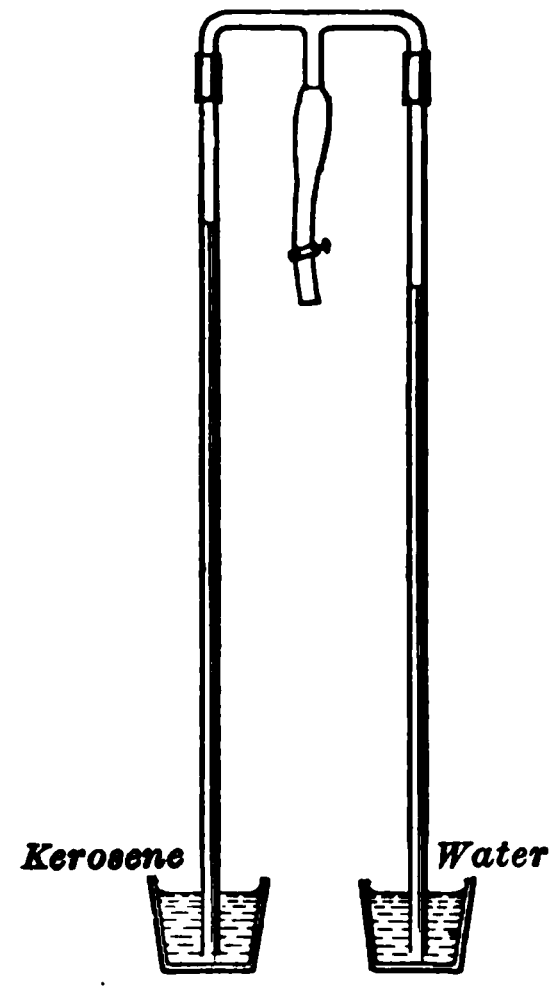

Fig. 115. Specific gravity by balanced columns.
13. Two glass tubes are arranged vertically (Fig. 115) so that their lower ends dip into water and kerosene, respectively, while their upper ends are joined to a mouthpiece. When some of the air in the tubes is sucked out, the water rises 26 centimeters and the kerosene 33 centimeters. Find the specific gravity of the kerosene. (This is a common way of getting specific gravity.)
15. In the apparatus of figure 115, if, after the columns are sucked up and the pinch-cock on the rubber mouthpiece is screwed up tight, a tiny hole were bored through the wall of the glass tube halfway up the water column, would the water in the upper part of the tube run out through the hole?